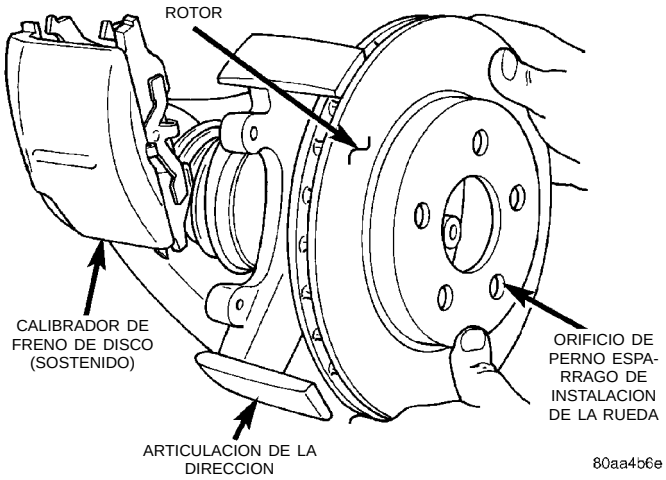

Fig. 61 Desmontaje/instalación del rotor de freno
(6) Retire el rotor de freno de disco delantero de la maza tirando en forma recta para extraerlo de los pernos espárrago de instalación de la rueda (Fig. 61).
(1) Retraiga completamente el pistón del calibrador para emplazarlo nuevamente en el hueco del pistón del calibrador. Esto se requiere para instalar el calibrador con conjuntos de zapatas de freno nuevos.
(2) Lubrique ambos topes de la articulación de la dirección con una cantidad generosa de Lubricante multipropósito Mopar® o algún equivalente.
(3) Instale el rotor delantero en la maza, asegurándose de que asiente a escuadra en la superficie de la maza (Fig. 61).